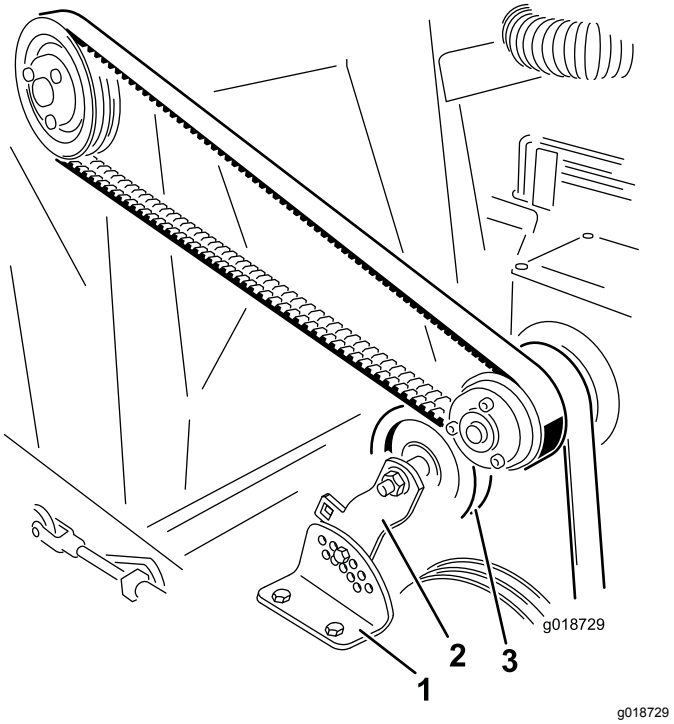

Figura 23
2. Retire a porca e o parafuso que prendem o suporte da polia intermédia ao suporte de ajuste da tensão (Figura 23).